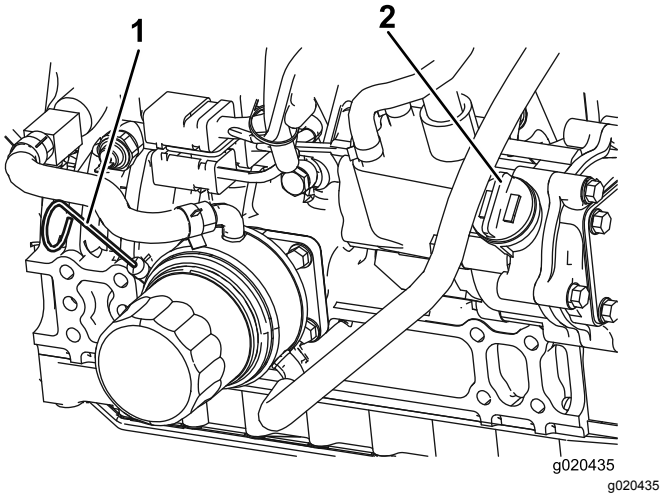

Figur 55
3. Fjern målepinden, tør den af, sæt den ind i røret, og træk den ud igen. Oliestanden bør være mellem full- og add-mærket (Figur 55).
4. Hvis olieniveauet er lavt, skal du fjerne dækslet (Figur 55) og tilføje olie, indtil det er mellem full- og add-mærket. **Fyld ikke for meget på.**